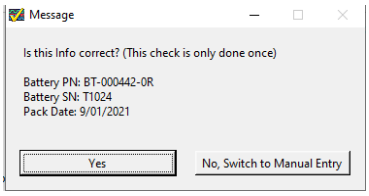

Figure 5. Information Check Automatic
b. The tester has a built in safeguard to automatically detect good vs bad barcode IDs but as a safety precaution it asks the operator if the information is correct. Figure 5 is an example of correct looking information and the image below that is an example of bad information. Note the pack date does not make sense as it is NA/NA/NA.